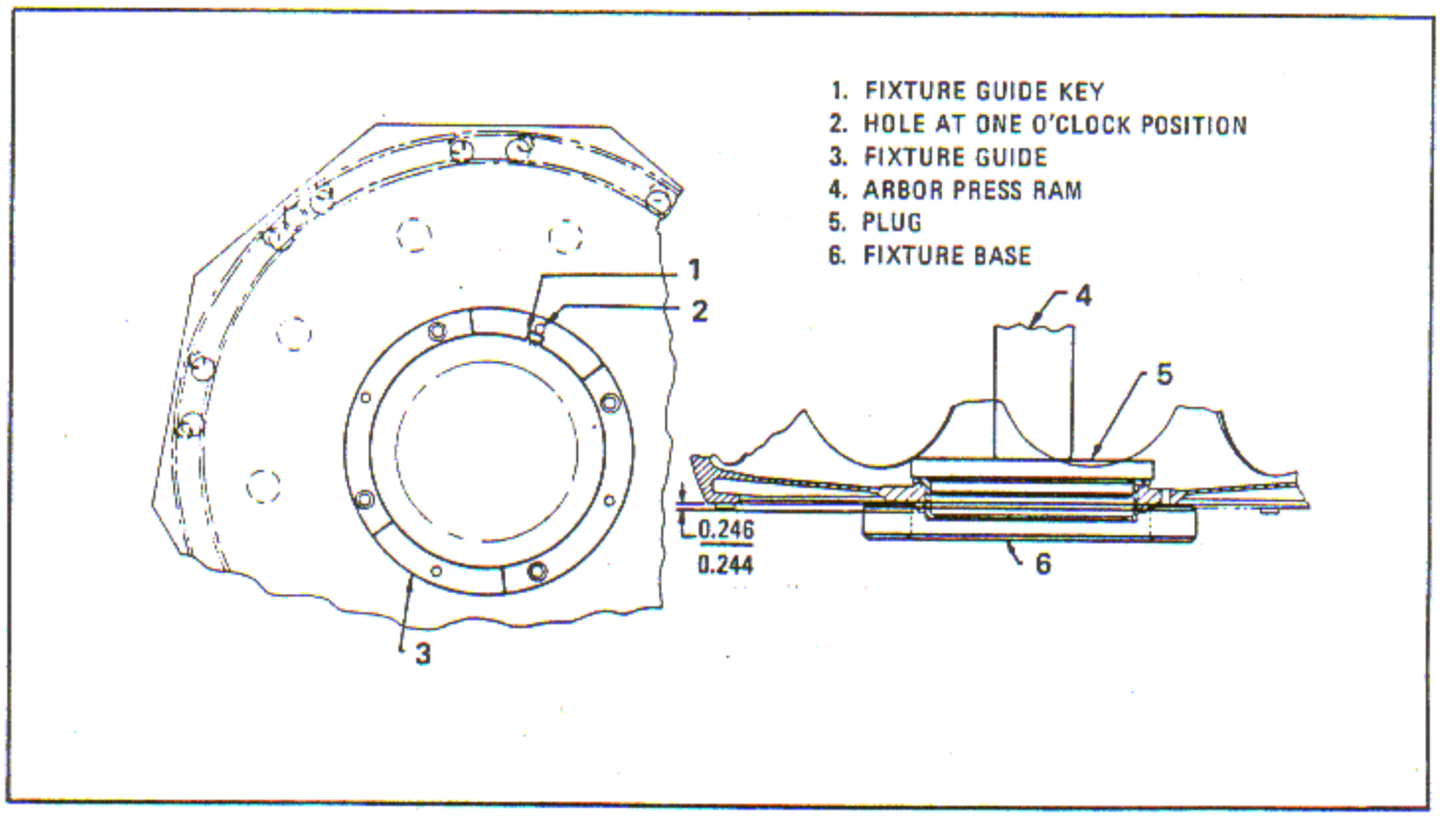

Figure 6-88. Installing Crankcase Rear Main Section Bearing Liner
c. Install guide of fixture (3, figure 6-88), locating in four holes in center hub, and tooth locator in fixture in line with the hole at one o'clock position in crankcase, previously marked with Dykem blue.
e. Remove crankcase with fixture from oven, place on base of fixture (6), and assemble chilled bearing liner to crankcase and to align one spline tooth in liner with tooth indicator in fixture. If necessary, seat the liner against the crankcase hub by tapping the outer flange face, using a nonferrous or fiber drift and mallet. Remove the fixture guide (3).
f. If a 0.0015 inch feeler gage can be inserted between the liner flange and crankcase hub face after the crankcase has cooled to room temperature, place the crankcase on the base of fixture (6) under the ram of an arbor press (4). Locally fabricate a plug (5) and install in the liner ID, and locating against the outer flange face, press in liner to seat on crankcase hub face.
a. Assemble lock to crankcase main rear section with the ellipse in line with one hole, previously identified with Dykem blue, at the one o'clock position on crankcase as shown in figure 6-88.